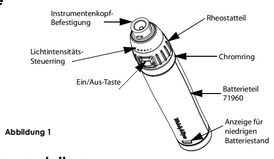

Abbildung 1
2. Drücken Sie die Ein/Aus-Taste am Rheostatteil und drehen Sie den Lichtintensitäts-Steuerring im Uhrzeigersinn. Um die Lichtintensität zu erhöhen, drehen Sie den Ring bis zum Anschlag (Abbildung 1).
1. Die Anzeige für niedrigen Batteristand leuchtet je nach Alter der Batterie mehrere Minuten vor Abschalten des Griffs auf (Abbildung 1).